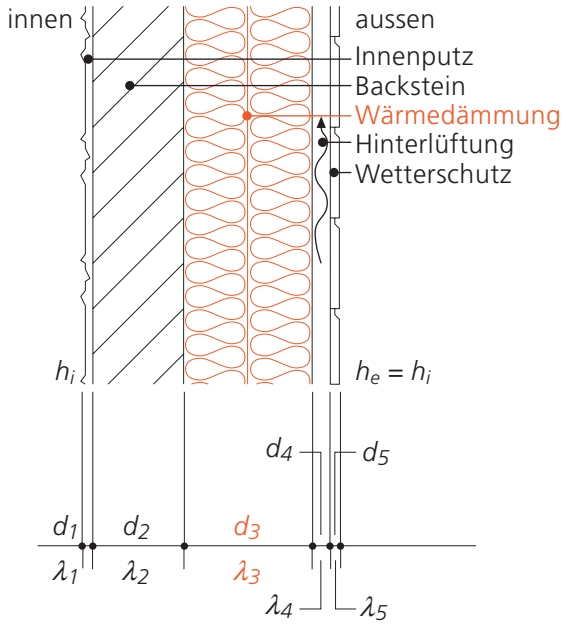

Bild 8
- **Bei hinterlüfteten Fassaden** (Bild 8) **und Dächern** kann zwischen Wärmedämmung und Wetterschutz der Wärmedurchlasswiderstand der Luftschicht und aller anderen Schichten zwischen Luftschicht und Aussenumgebung vernachlässigt werden. Der äussere Wärmeübergangswiderstand h_e wird gleich dem inneren Wärmeübergangswiderstand h_i des selben Bauteils gleichgesetzt.